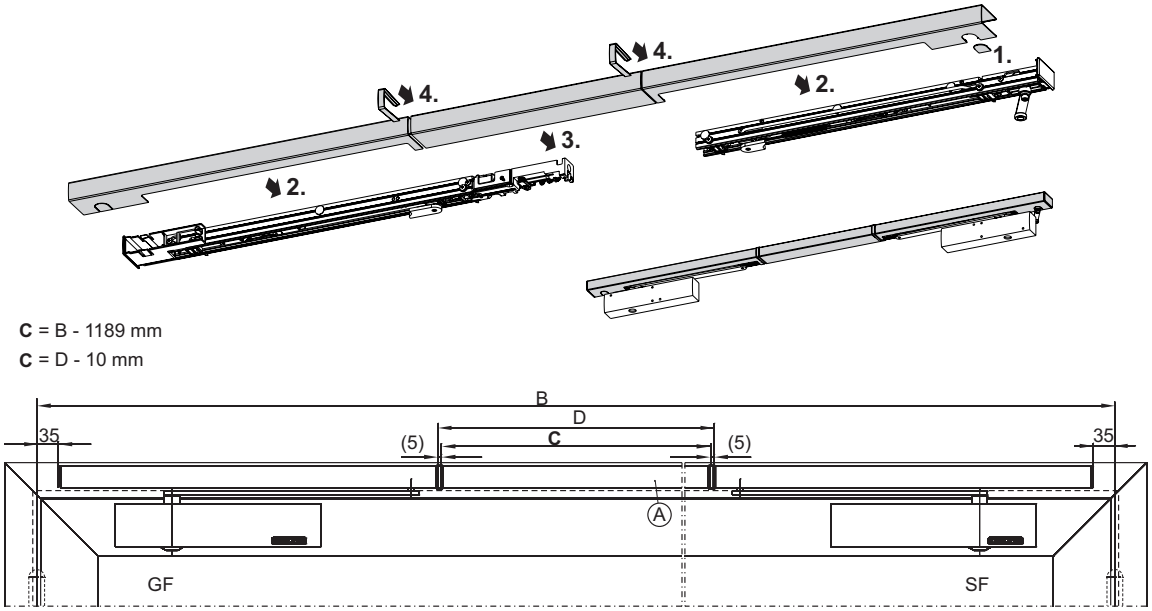

Abb. 6.11.1
- Die ablängbare mittlere Blende “A” auf das Maß “C” kürzen (**Abb. 6.11.1**).